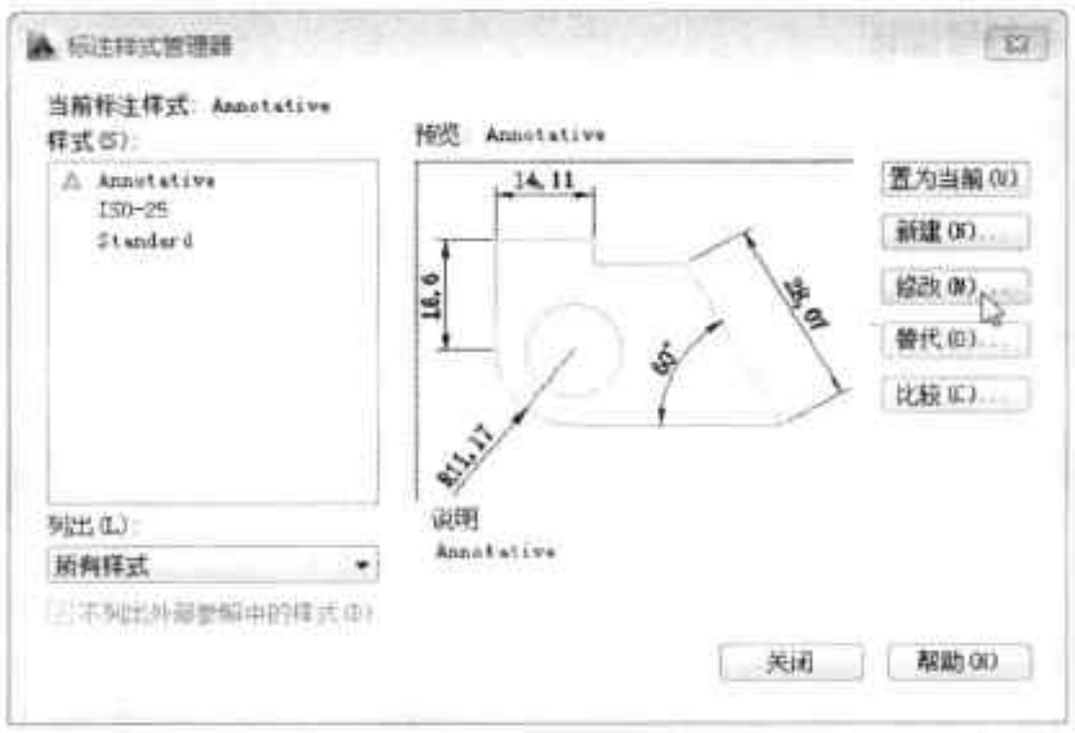

图9-40 单击“修改”按钮
Step 01 执行“注释 > 标注”命令，打开“标注样式管理器”对话框，选中一款标注样式，单击“修改”按钮，如图 9-40 所示。